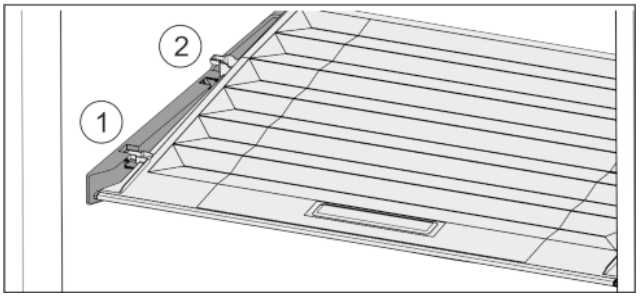

Fig. 32
▶ Pull the lid up at the front in the retaining parts to the opening *Fig. 32 (1)*.
▶ Lift from the back and pull it up and out *Fig. 32 (2)*.